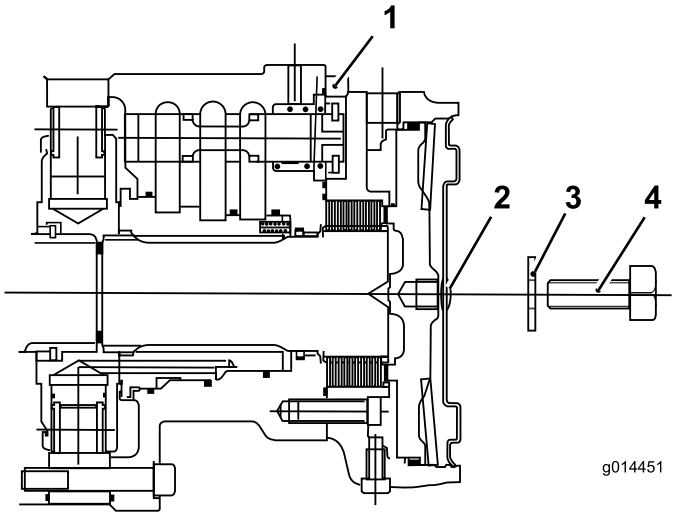

Figur 44
C. Montera sexkantspluggen på motorns ändplåt (Figur 44).